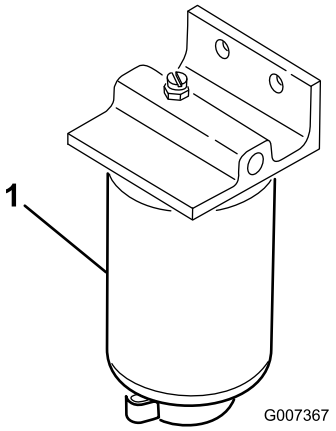

Figuur 54
Verwijder dagelijks het water of ander vuil uit de waterafscheider (Figuur 54). Vervang de filterbus om de 400 bedrijfsuren.
2. Draai de aftapplug onder de filterbus los (Figuur 54).